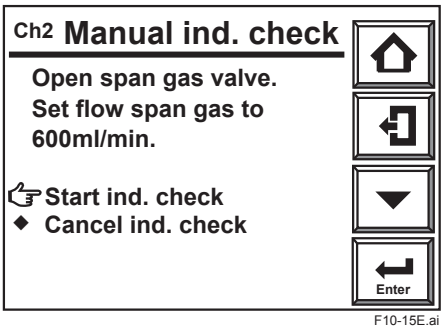
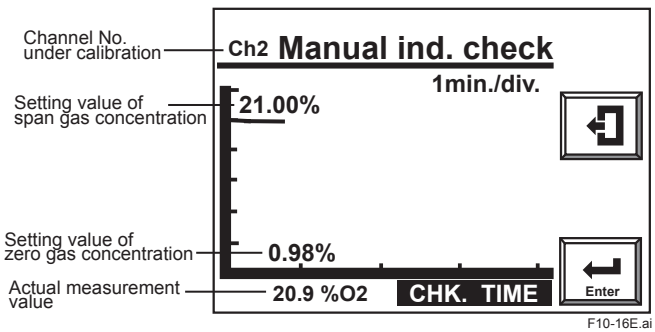

Figure 10.15 Manual Indication Check Start
Figure 10.16 Span Indication Check
8) Select [Start ind. check] touch the Enter key (Figure 10.15). An oxygen concentration trend graph like Figure 10.16 is displayed, and a [CHK.TIME] status mark blinks.